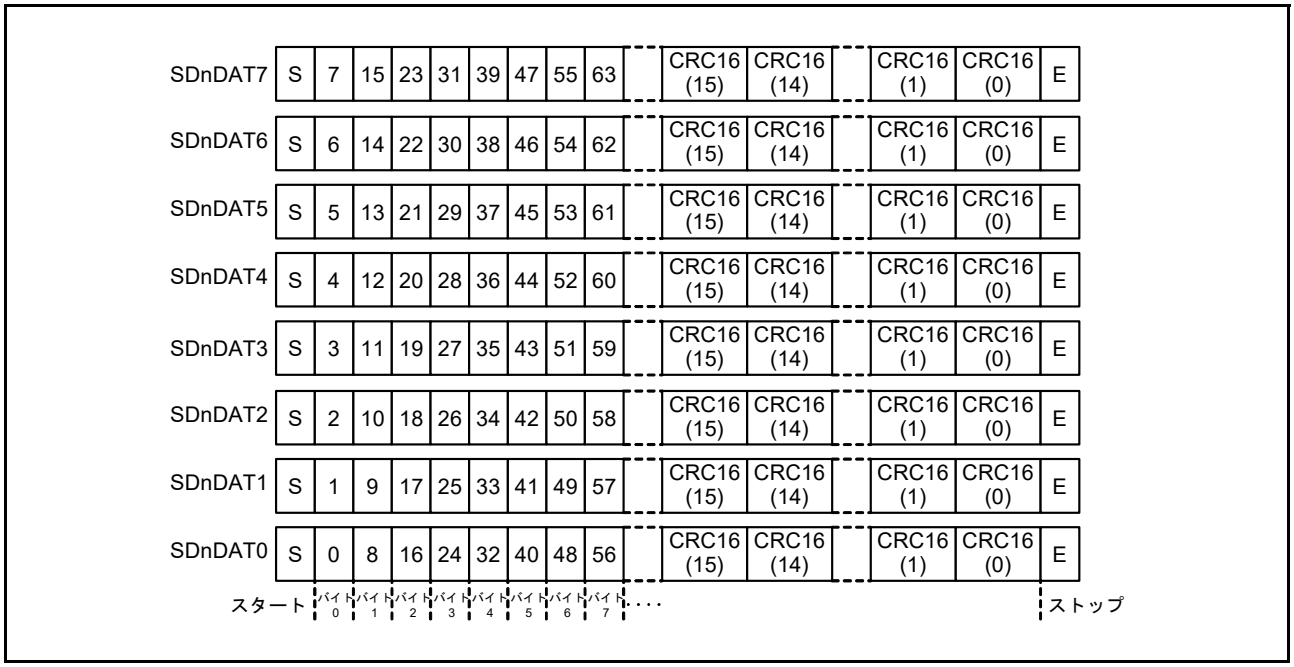

図 43.4　8 ビット幅モードの SDnDAT
2. 受信データが MMC ホストインタフェースの SD_BUF に格納される（図 43.4 を参照）。